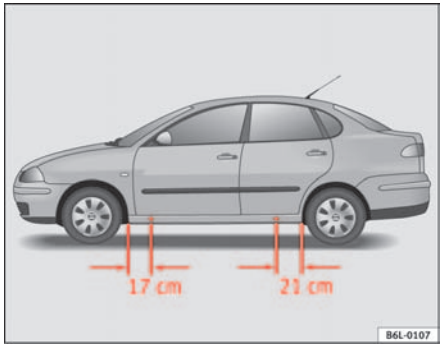

Fig. 134 The jacking points
– Locate the jacking point under the door sill closest to the wheel being changed ⇒ fig. 134.
Recesses at the front and rear of the door sills mark the jacking points ⇒ fig. 134. A position has been made for each wheel. Do not fit the jack anywhere else.